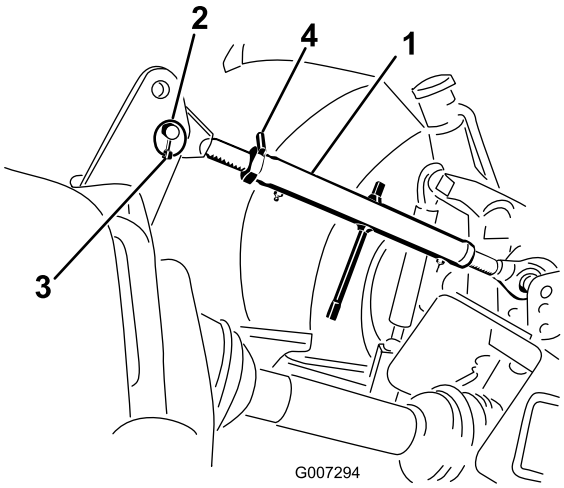

Figuur 6
1. Steek de bovenste verbindingsstang in het onderste gat in de beugel en zet deze vast met een verbindingspen en een lynchpen (Figuur 6).
3. Draai de bovenste verbindingsstang om de verbinding goed vast te zetten. Bijstellen tot de voorkant van de beluchter 90 graden vanaf horizontaal is (Figuur 6).